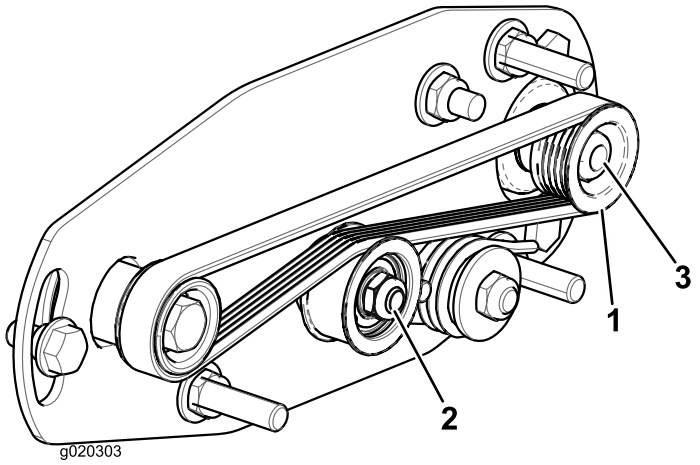
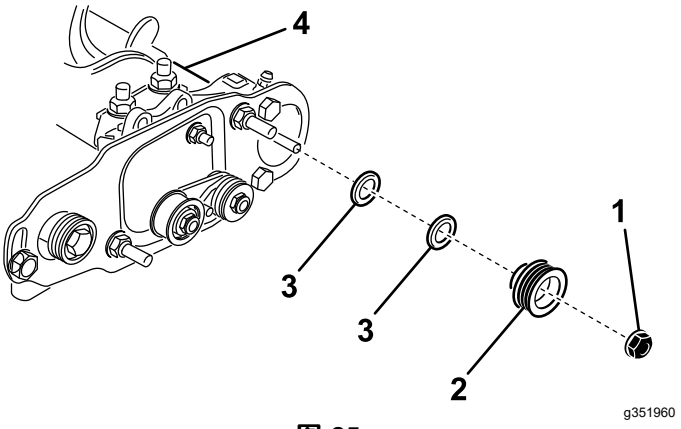

图 24
图 25
注意 从动皮带轮位于滚筒刷轴可以自由出入图 24。
2. 旋转滚刀会带动驱动皮带轮旋转把皮带从驱动皮带轮上撬下来 图 24。
3. 卸下将从动皮带轮固定至刷轴的锁紧螺母图 24或图 25。
4. 从轴上卸下从动皮带轮 图 25。
5. 如果皮带轮需要移出可添加 0.8mm 厚的垫圈 图 25。